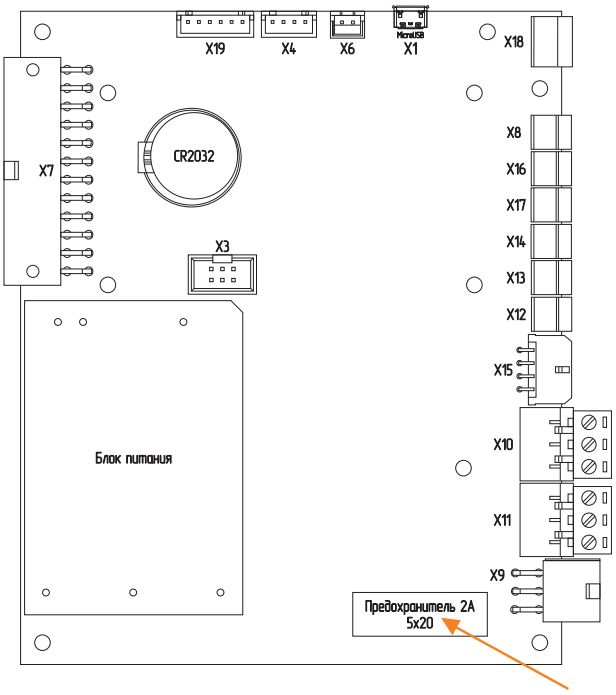

Рис. 15 Плата контроллера
3. Замените предохранитель **Рис. 15** (запасной предохранитель в базовой комплектации котла).